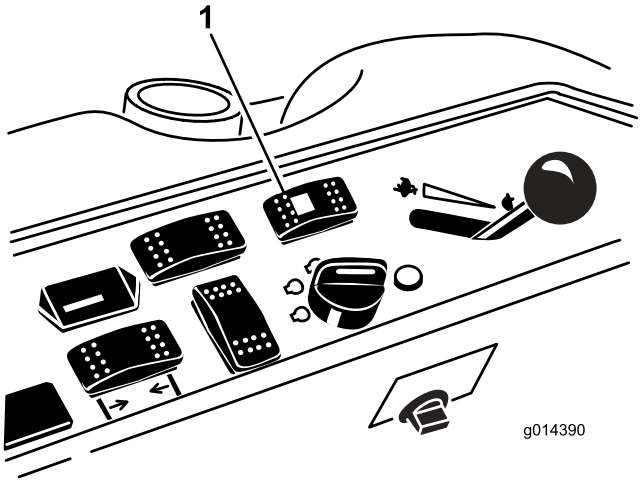

Figura 52
1. Premete la parte posteriore dell'interruttore di selezione della sterzata (sterzata a quattro ruote) (Figura 52).